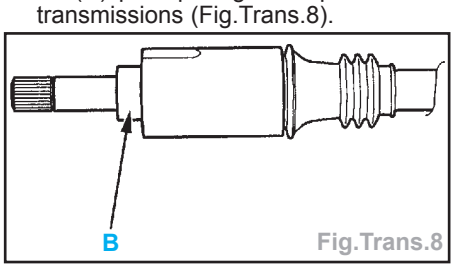

Fig.Trans.8
• mettre un morceau de ruban adhésif en (B) pour protéger les portées des transmissions (Fig.Trans.8).